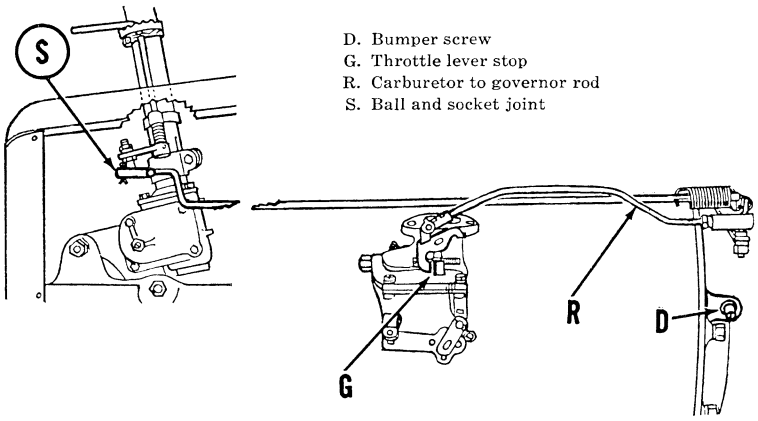

*Fig. MH12—Pony governor linkage assembly.*
32. **SPEED ADJUSTMENT.** To adjust maximum no-load governed speed, remove right side panel which exposes lower portion of throttle quadrant assembly as shown in Fig. MH12. Change the governor spring tension by turning ball and socket joint (S) on governor rod until desired speed is obtained. If engine surges at no-load speed, turn in on bumper screw (D) until surge is eliminated (this will cause slight increase in no-load speed). Correct governed speeds follow: